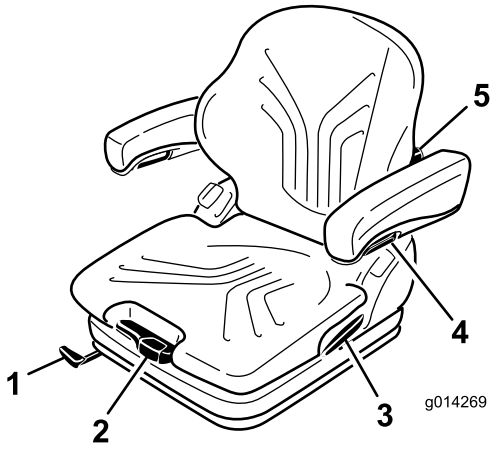

Figur 31
Sædet indstilles efter førerens vægt ved at trække eller trykke på håndtaget til vægtindstilling (Figur 31).
1. Sædet kan justeres ved at hæve håndtaget og udløse sædet (Figur 31).
Når justeringsknappen drejes opad, indstilles rundingen øverst på ryglænshynden. Når justeringsknappen drejes nedad, indstilles rundingen nederst på ryglænshynden (Figur 31).
Armlænshøjden indstilles ved at afmontere den runde hætte (Figur 31) fra betrækket, løsne sekskantmøtrikken (13 mm) og indstille armlænene som ønsket, hvorefter møtrikken spændes igen. Sæt hætten på møtrikken igen.
Drej justeringsknappen for at indstille armlænenes vinkel (Figur 31).
Træk låsegrebet op for at udløse ryglænslåsen (Figur 31). Ved udløsning af ryglænslåsen må der ikke presses mod ryglænet.